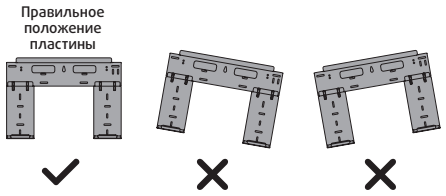

Рис. 2
- Установите монтажную пластину на стену, сохраняя горизонтальное положение и обеспечив необходимое свободное пространство вокруг (рис. 2)